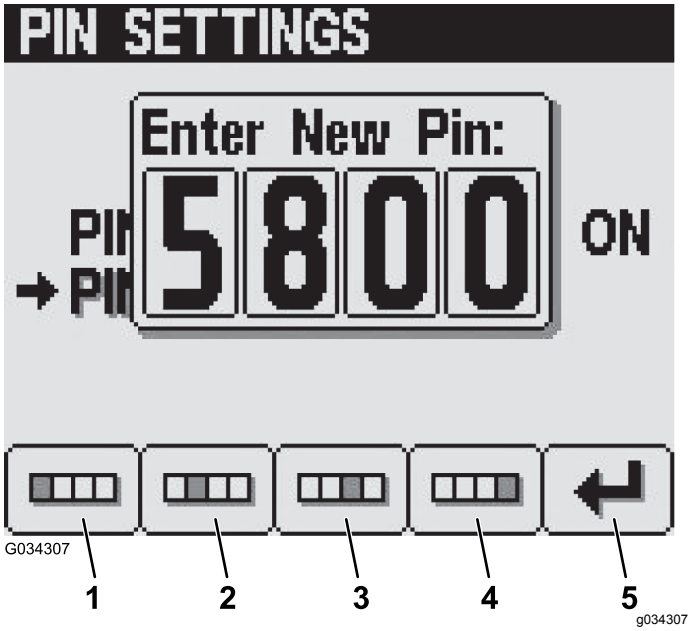

Figur 36
5. På skærmen Indtast ny pinkode skal du indtaste din nye pinkode vha. knapperne et til fire og trykke på knap fem for at indføre pinkoden i infocenteret (Figur 36).